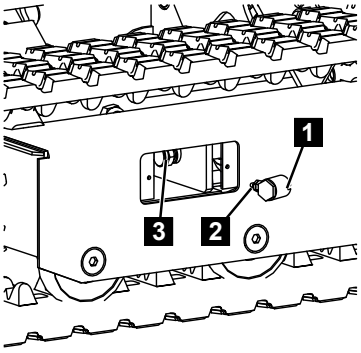

Fig. 191
8. Turn the slide coupling (Fig.191/1) back 180° anti-clockwise and remove it from the grease tensioning cylinder (Fig.191/2).